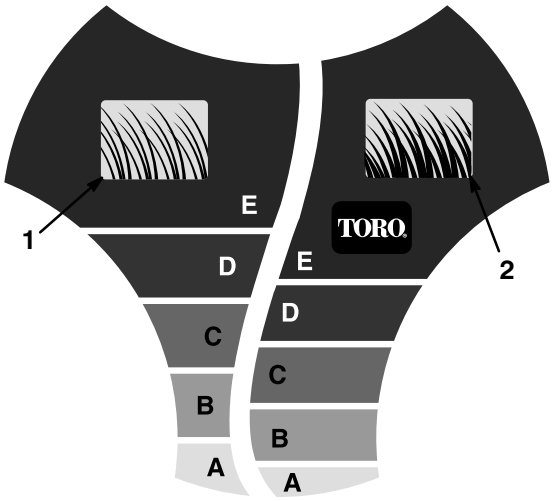

Afbeelding 15
Het *SmartWheel* heeft twee schalen: *DUN/NORMAAL* en *DIK*, om de beste maaihoogte-instelling voor elke situatie te bepalen (Afb. 15). Gebruik normaal gesproken de schaal *DUN/ NORMAAL* tijdens de warme zomermaanden. De schaal *DIK* is voor het dikke, malse gras dat voornamelijk in de lente groeit.
1. Start de motor nog niet, en rijd met de maaier over het gras. Ga door totdat de letters op het *SmartWheel*™ -sjabloon op het rechteracherwiel rechtop staan (Afb. 15).
2. Vergelijk de punten van de grassprieten met de letter op het *SmartWheel* (Afb. 15). De letter op het *SmartWheel* die overeenkomt met de punten van de grassprieten geeft de juiste maaihoogte aan.